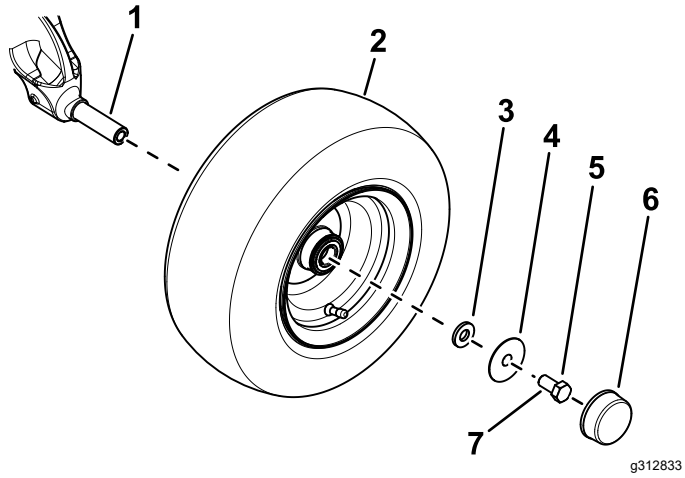

Figur 3
B. Brug en lille spændeskive, en stor spændeskive og en bolt (⅝" x 1¼") til at fastgøre hjulet til akselspindlen (Figur 3).
D. Monter støvhætten på hjulet (Figur 3).